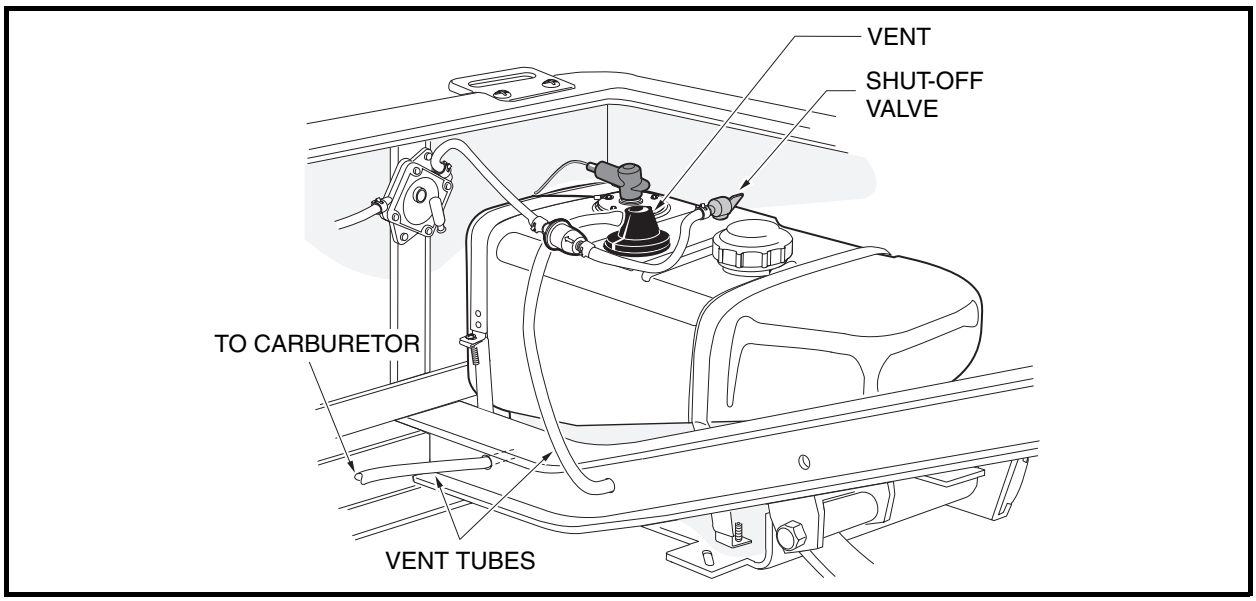
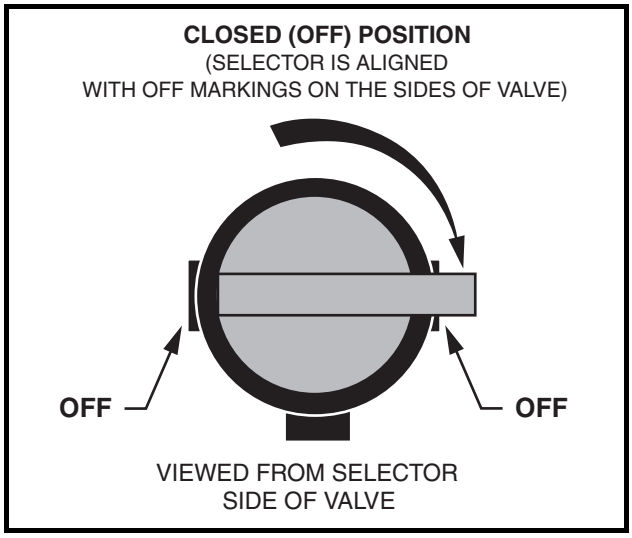

Figure 14-15 Fuel Tank
Figure 14-16 Closed Fuel Shut-off Valve
3. Turn fuel shut-off valve to the closed (OFF) position and run the engine until fuel remaining in the carburetor, fuel pump, and fuel lines is used up and the engine stalls **(Figure 14-16, Page 14-27)**.
The fuel shut-off valve is located on top of the fuel tank **(Figure 14-15, Page 14-25)**. The fuel shut-off valve should always be turned to the closed (OFF) position during vehicle storage, towing or trailering **(Figure 14-16, Page 14-27)**. Unless the engine will be run as part of a procedure, the fuel shut-off valve should also be closed (OFF) before performing maintenance or service procedures.